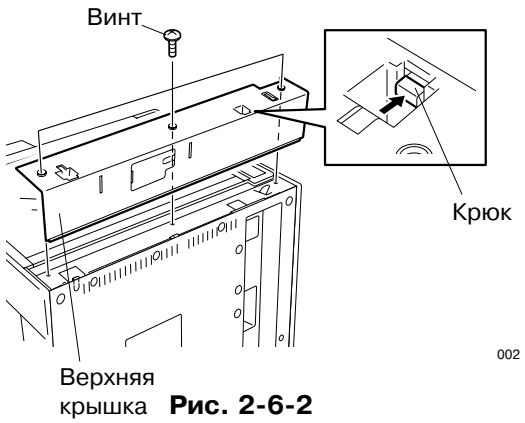

Рис. 2-6-2
5. Снимите верхнюю крышку. (См. Рис. 2-6-2)
4. Снимите верхнюю крышку. (См. Рис. 2-6-2)